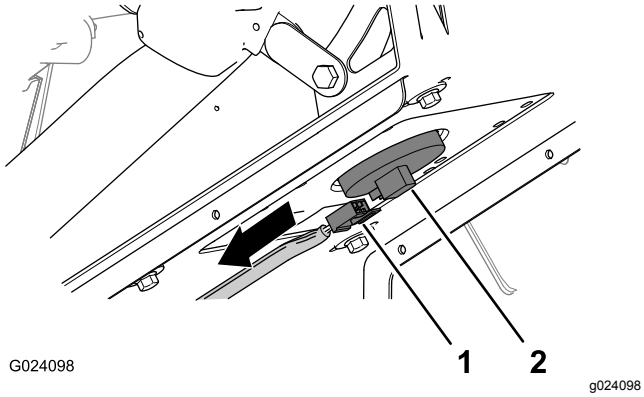

Figur 3
1. Fjern kontakten med to sokler på maskinens ledningssats som er koblet til setebryterkoblingen (Figur 3).